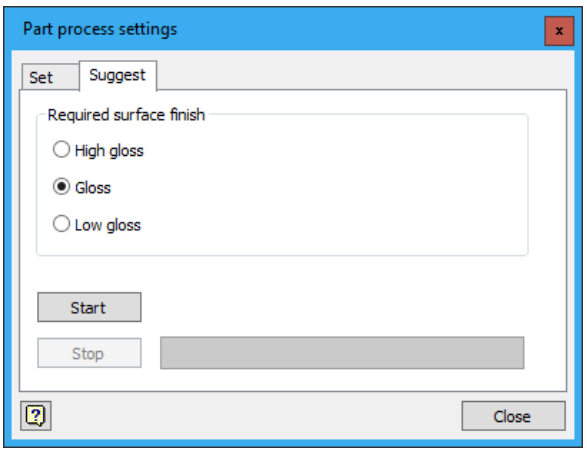

Figure 19-69 *The* ***Mold process settings*** *dialog box with the* ***Suggest*** *tab*
2. Choose the **Suggest** tab from the dialog box; the **Required surface finish** area is displayed, as shown in Figure 19-69.